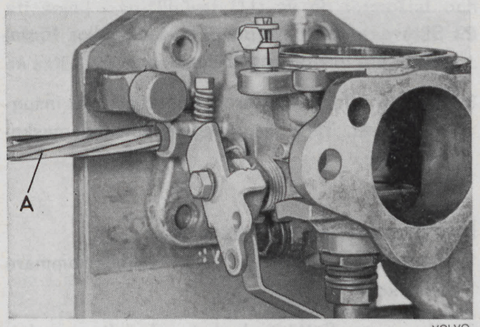

Bild 22. Brotschning av bussning.
5. Vrid stativets tapp ytterligare 90° och brotscha de idrivna bussningarna med brotsch SVO 2401, bild 22.